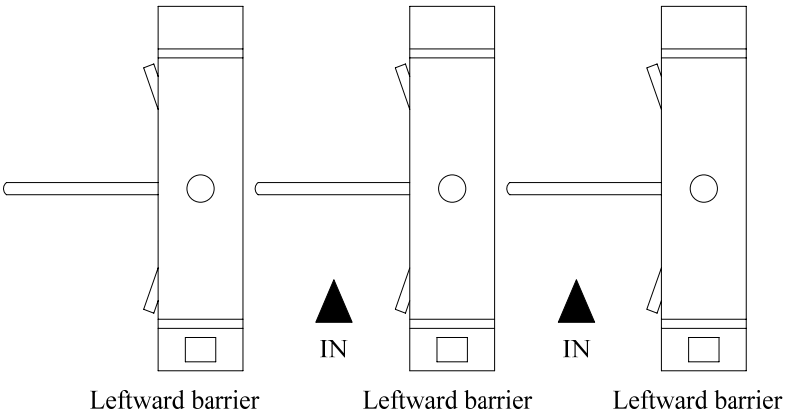

Figure 1
1) Leftward barrier: along passage way, barrier rod pointing to the left, as shown in Figure 1:
Click the Project2_eng.exe, it will open up the Login windows, as follows in attached figure 1: